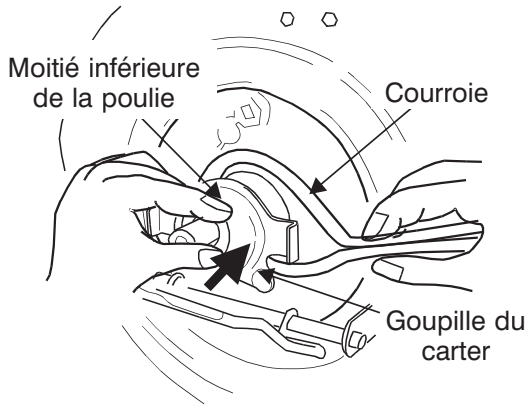

Figure 27
20. Pliez la courroie pour qu'elle ne pénètre pas dans la gorge de la poulie, puis poussez la poulie inférieure vers le moteur. Voir la Figure 27.